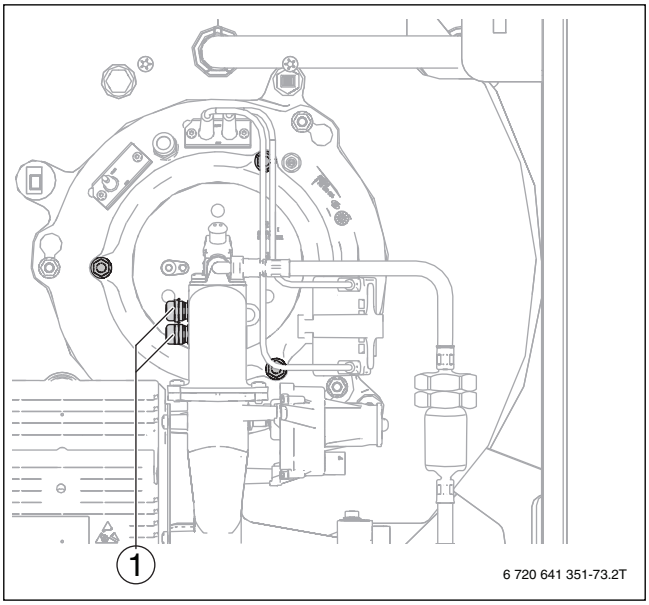

Bild 78 Kabelverschraubungen lösen
- Beide Kabelverschraubungen (→ Bild 78, [1]) lösen.